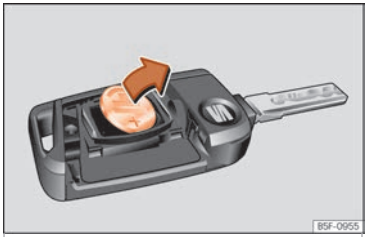

Fig. 123 Llave del vehículo: extracción de la pila.
- Extraiga la pila del compartimento con un objeto fino adecuado ››› fig. 123.
- Coloque la pila nueva tal como se muestra ››› fig. 123 y presiónela en el compartimento para la pila en sentido contrario a la flecha ››› ❗.